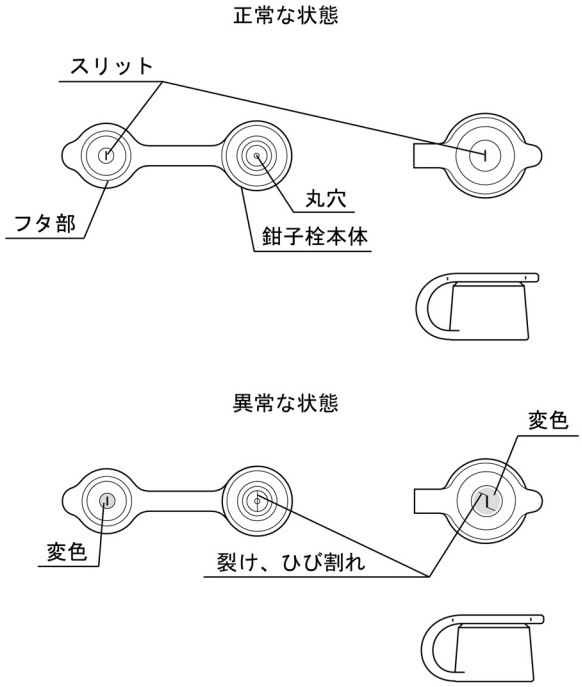

図 2
10.鉗子栓のフタ部のスリットまたは鉗子栓本体の丸穴に裂け、ひび割れ、変形、変色などの異常がないことを目視で確認すること。（図 2 参照）